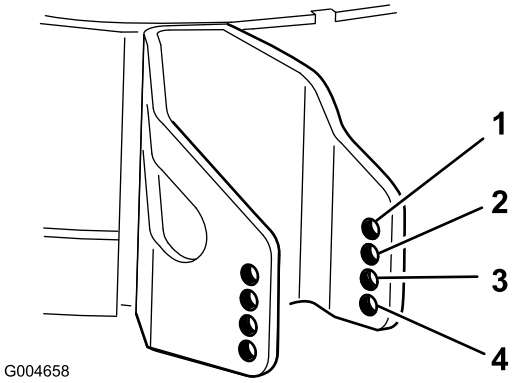

Figur 23
4. Välj ett hål så att antiskalvalsen befinner sig så nära den önskade klipphöjden som möjligt (Figur 23).